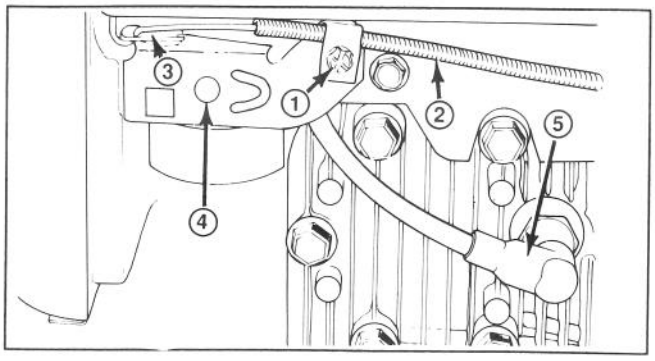
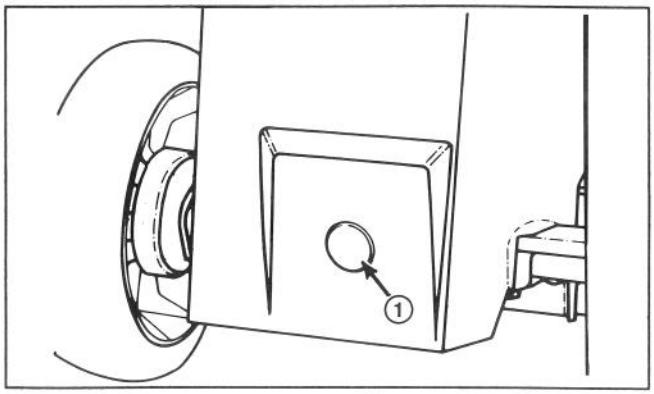

Figure 20
Figure 28
1. Stop engine and pull wire off spark plug (Fig. 20).
3. Loosen cable clamp screw until throttle cable slides (Fig. 20). Align holes in throttle lever and throttle bracket using a 3 mm (.121") diameter pin. Tighten cable clamp screw to lock adjustment in place.
3. Set mower at highest height-of-cut setting (E).
4. CHECKING GEAR OIL LEVEL—Remove plastic access hole plug from rear of mower (Fig. 28).